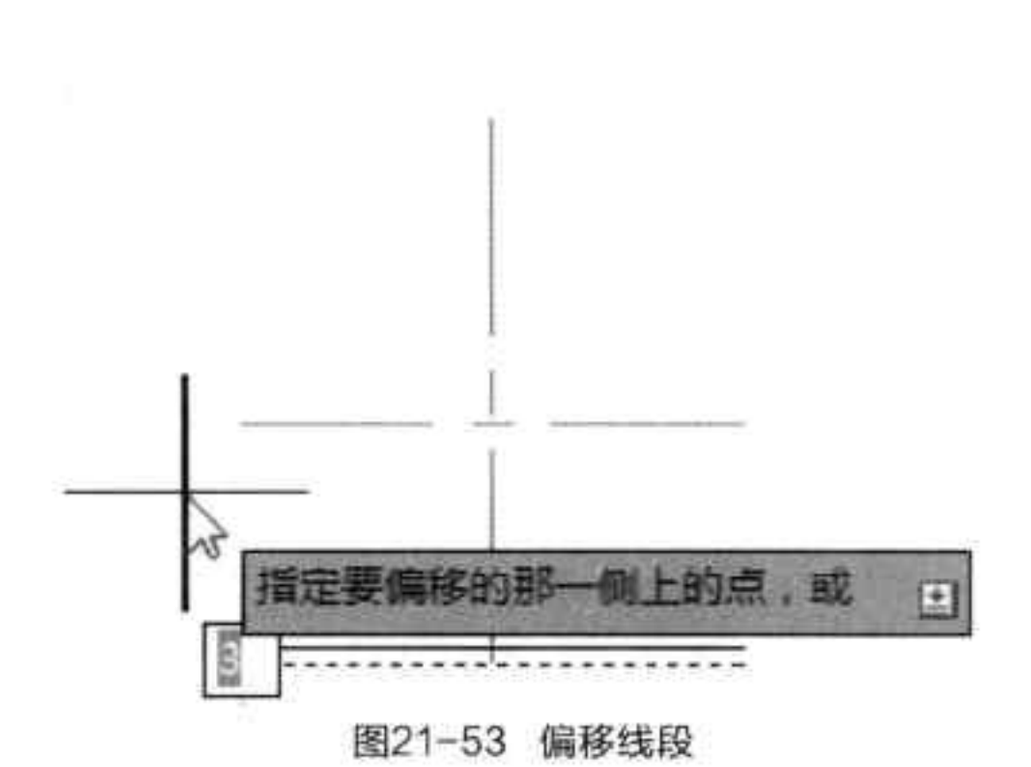

图21-53 偏移线段
Step 12 执行“偏移”命令，将刚设置的线段向上偏移 3，如图 21-53 所示。